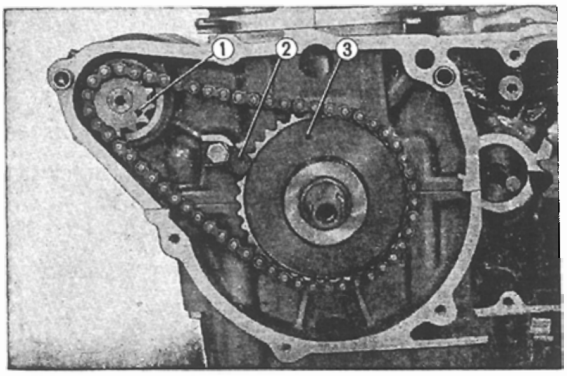

Fig. 3.92 Starting sprocket removing
4. Remove the starting sprocket set plate, and take out the starting sprocket together with the starting motor sprocket. **(Fig. 3.92)**